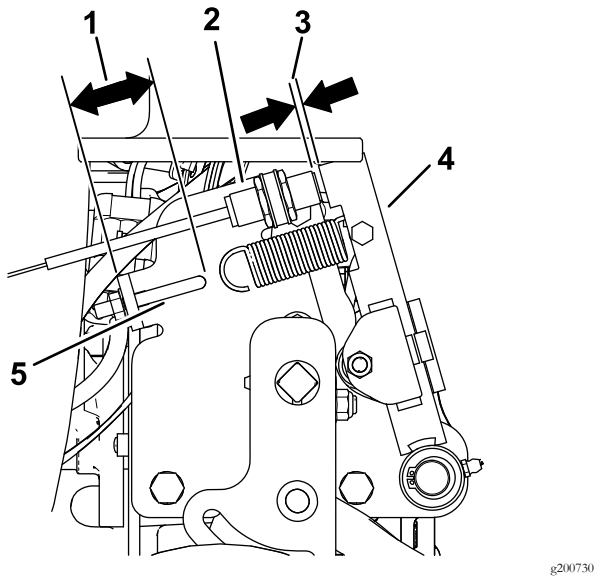

Figur 7
1. Justera spänningen på fjädrarna enligt Figur 7.
2. Justera neutralbrytaren på det sätt som visas i Figur 7.